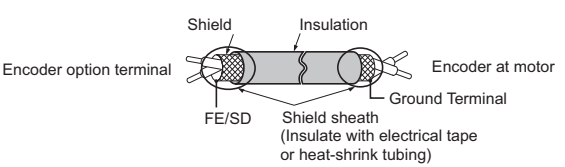

Figure 15 Prepare Ends of Shielded Cable
4. Prepare the wire ends as shown in ***Figure 15***.